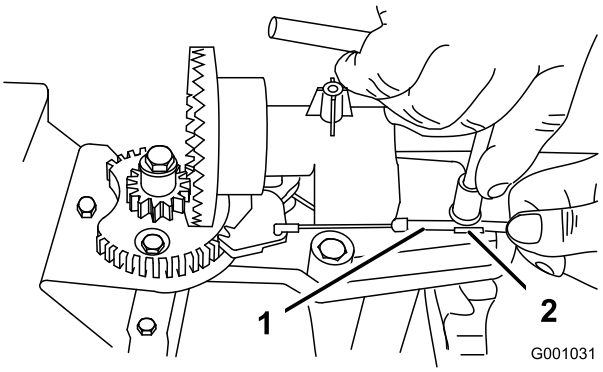
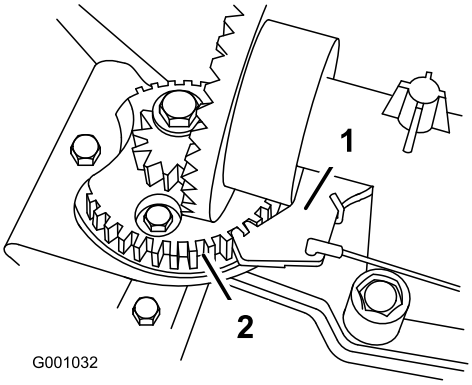

Figur 43
Figur 44
2. Løsn bolten på kabelklemmen (Figur 43).
3. Tag fat i kabelrøret, og bevæg det mod maskinens forende, indtil udblæsningssliskelåsen går helt i indgreb med tandhjulstænderne (Figur 43 and Figur 44).
Bemærk: Låsen er fjederbelastet og går naturligt ind i tandhjulstænderne (Figur 44).